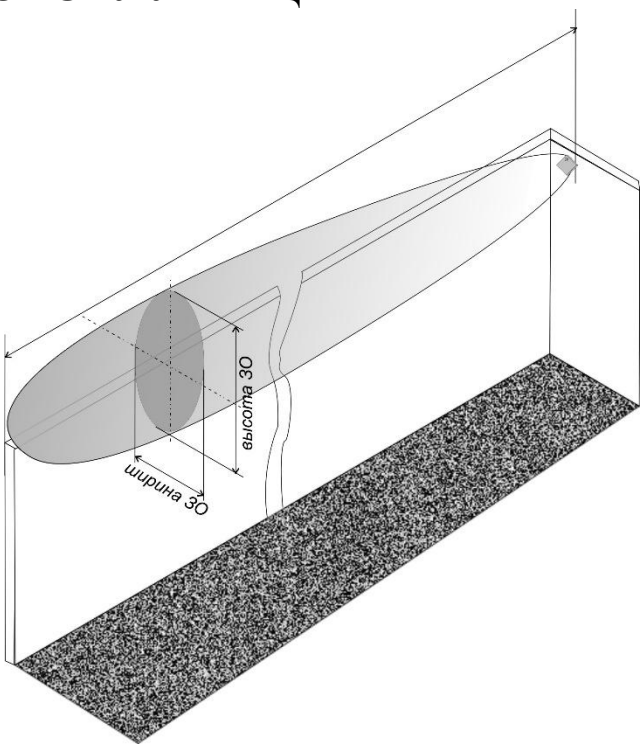

Рис. 4.1
4.3 Установку ППБ необходимо производить на жестких, устойчивых к вибрации опорах (капитальных стенах, колоннах и т.п.) (рис. 4.1).